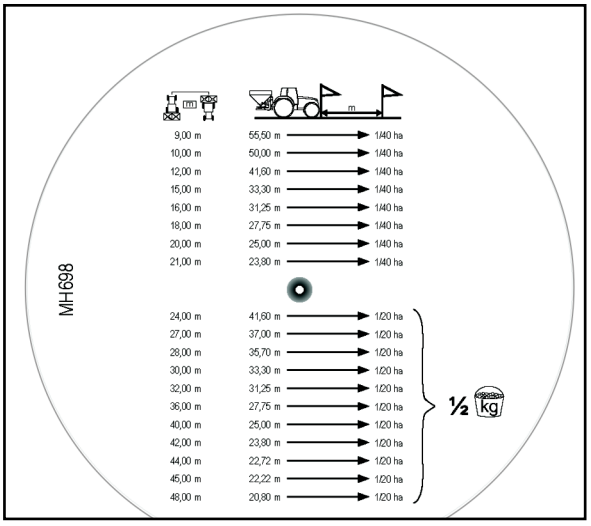

Fig. 61
1. Flügelmutter (Fig. 61/1) entfernen.